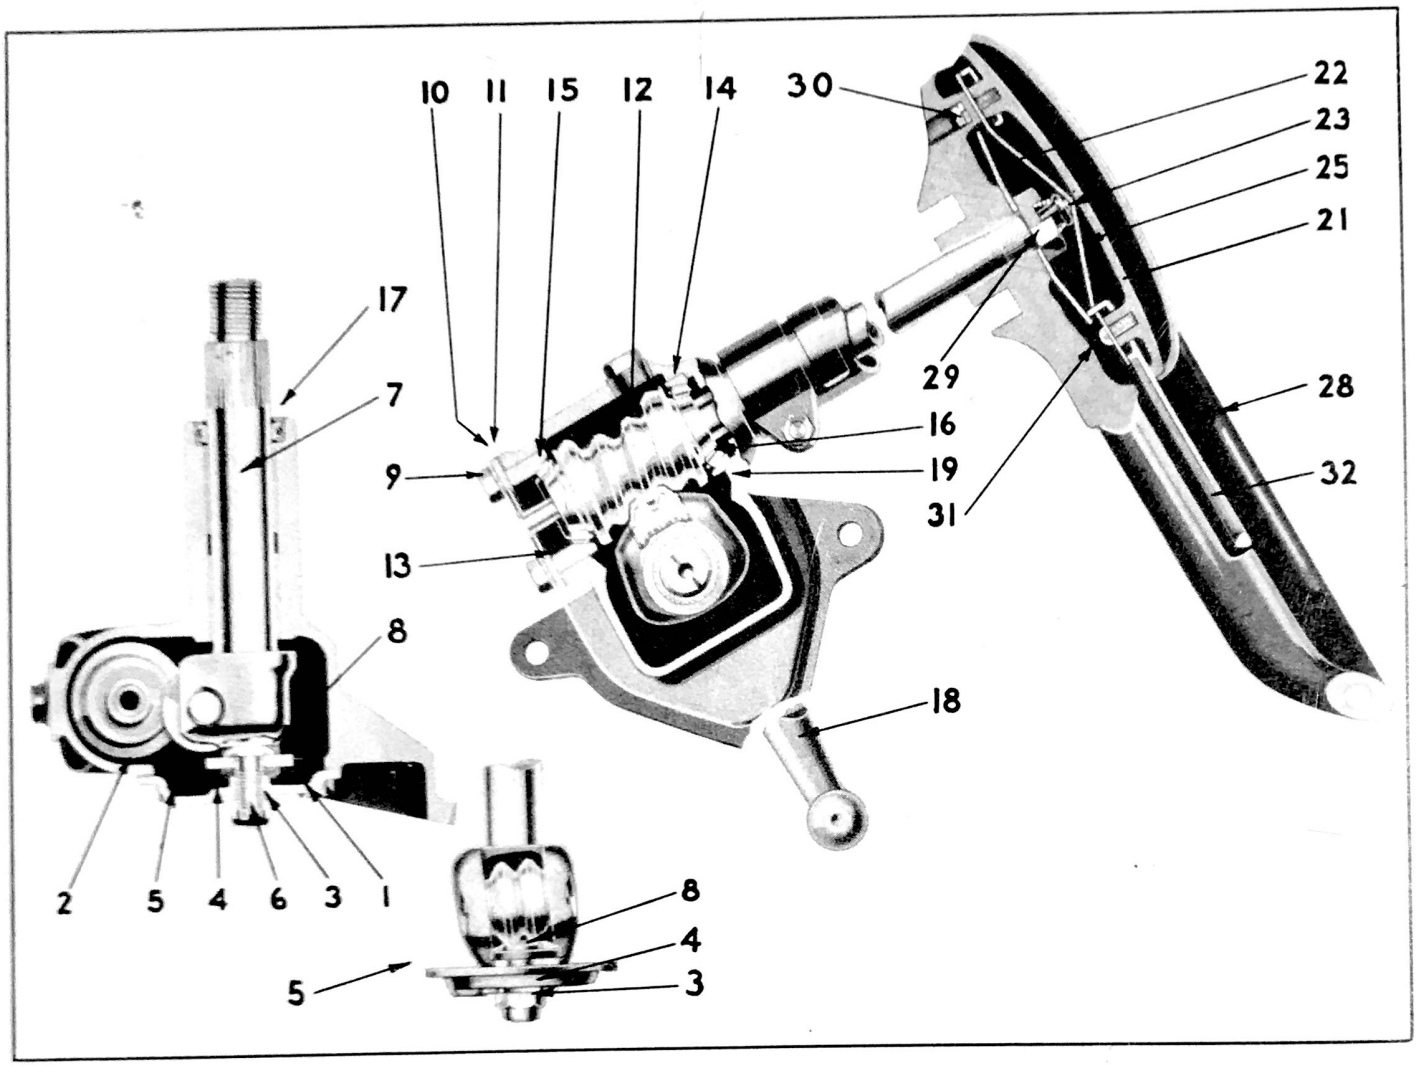
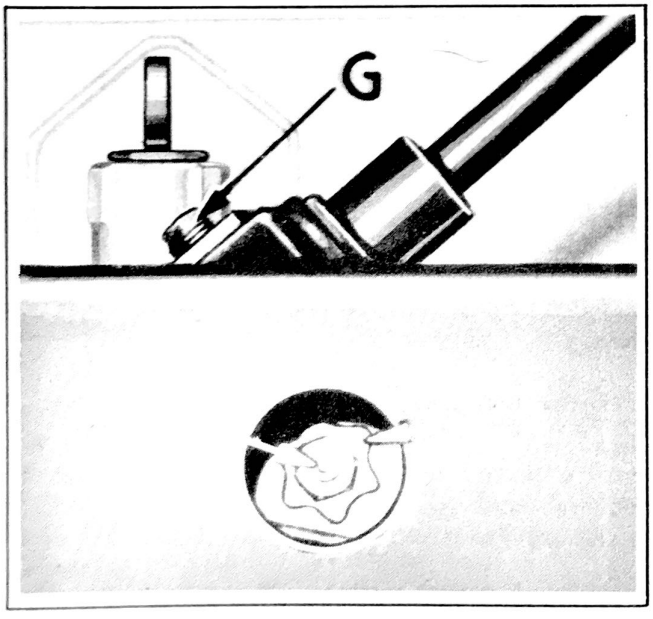

Figure 346 - Steering Gear Details
Figure 347
The worm (12) Fig. 346, is mounted in two roller bearings (14 and 15), which run in hardened steel races (13 and 16) adjustable by means of shims (11) located at the bottom between the steering gear housing and the worm housing cover (10).
ROLLER SHAFT MESH IN WORM ADJUSTMENT for closer mesh of the shaft roller with the worm for the elimination of excessive play, is by means of a slotted adjusting screw, the head of which extends out thru the housing cover on the left hand side (Fig. 347). The inner end of the screw is fitted with a hardened steel thrust washer set in a groove in the roller shaft, see (6), Fig. 346.
1. Remove the roller shaft adjustment screw lock nut (D), Fig. 347, which is accessible thru a hole in the left frame side rail.
2. Slide the lock plate (E) far enough off to clear the lock boss on the roller shaft cover.
5. Tighten roller shaft adjusting screw (6), Fig. 346, just enough to remove excessive play between the roller shaft roller tooth and the worm.
2. Loosen the four worm cover screws (9), Fig. 346, about 1/8".
3. Use a knife and separate the top shim, passing the knife blade all the way around between the shims (11), Fig. 346, being careful not to damage the remaining shims.
STEERING GEAR LUBRICATION. Remove oil filler plug (G), Fig. 347, and the vent hole cover.